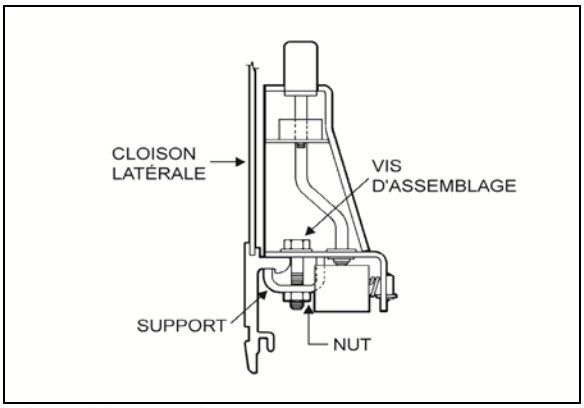
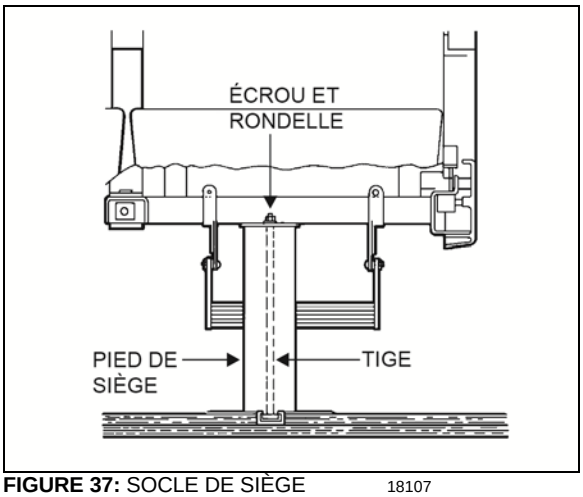

FIGURE 36: FIXATION AU MUR 18106
FIGURE 37: SOCLE DE SIÈGE 18107
4. Retirer les deux vis d'assemblage, les deux écrous et les deux rondelles qui fixent le châssis de siège au mur et retenir les deux supports. Voir les Figure 36 et Figure 37.